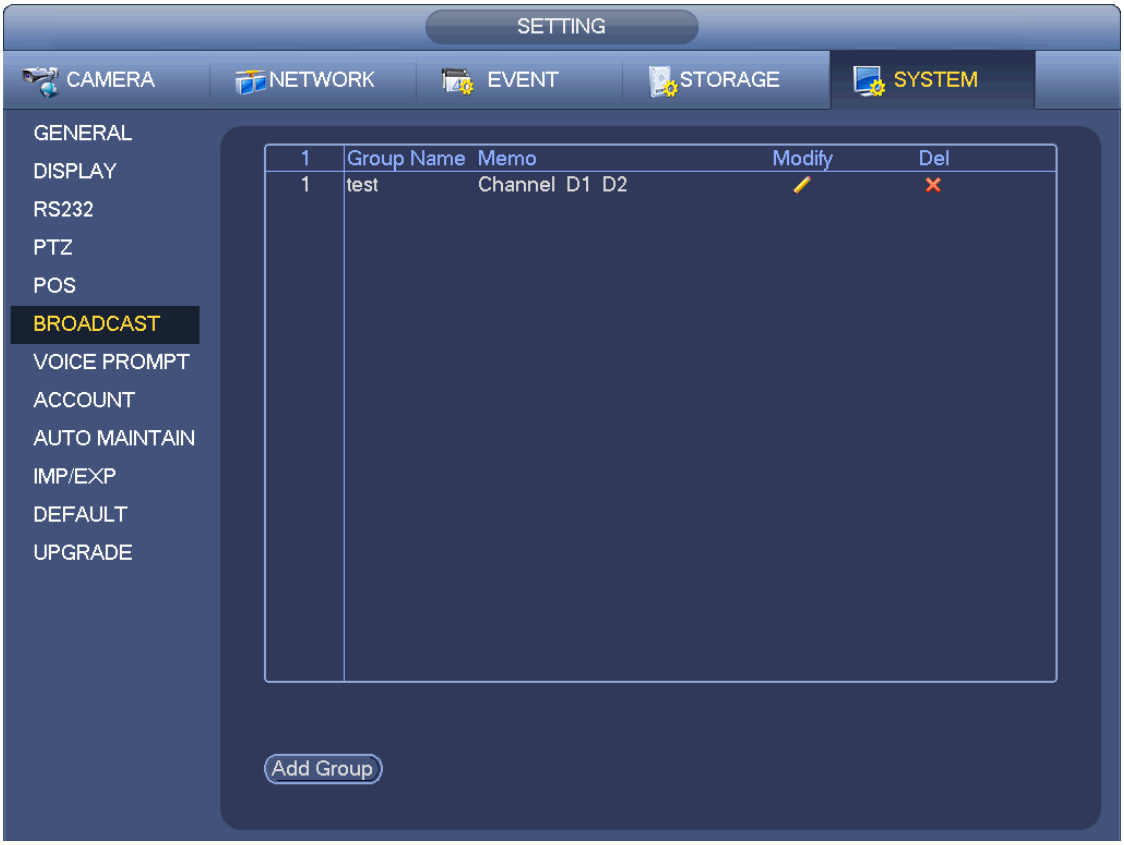

Figure 4-221
d) Click add button, system begins search. All matched files are listed below. System automatically calculates the capacity needed and remained. See Figure 4-221.